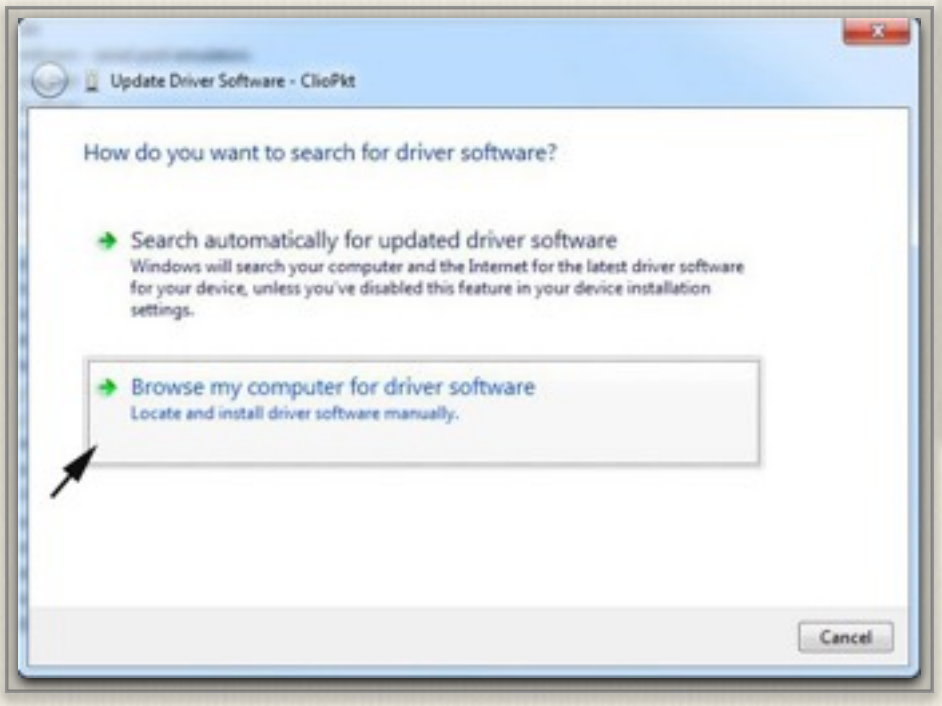
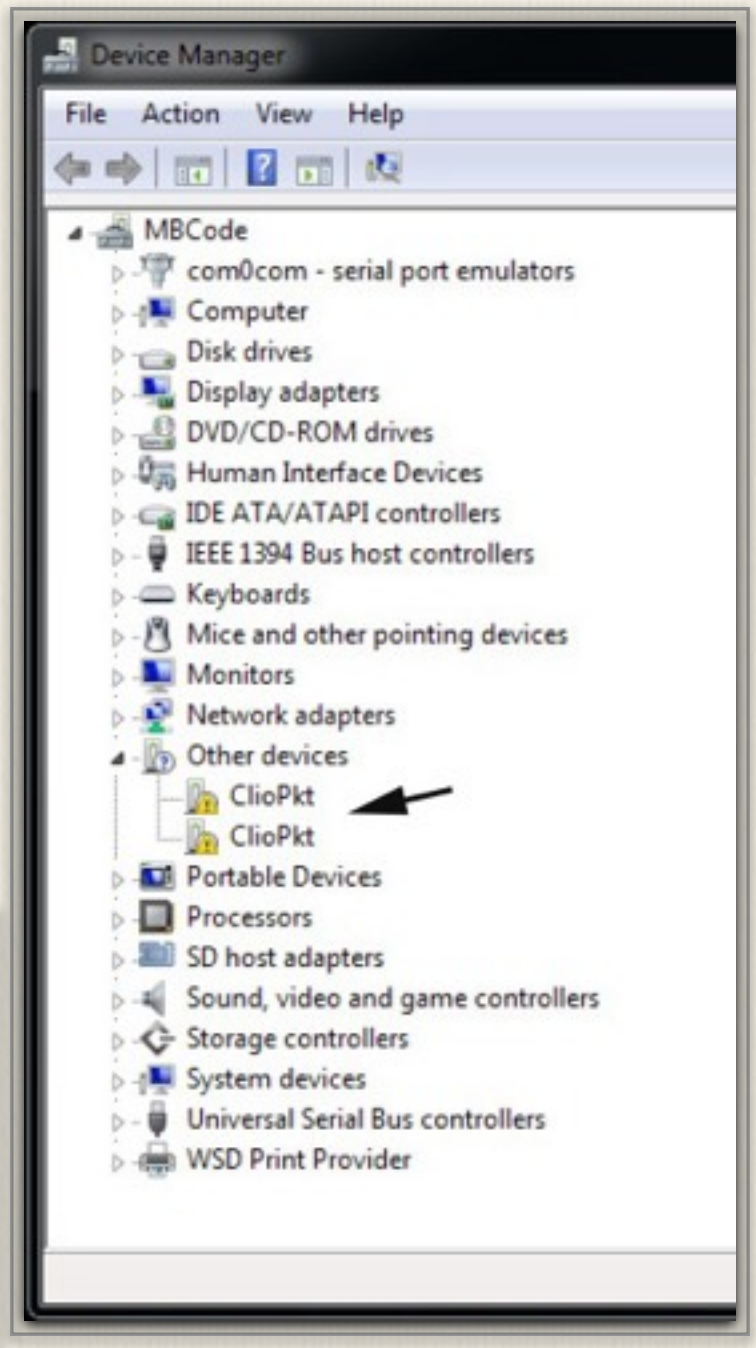

図1-4
図1-3
デバイスマネージャー（図1-3）を開く
⑤（図1-3）のClioPktを右クリックし、「Update Driver Software」（図1-4）を開く
⑥（図1-4）で矢印「Browse my computer...」を選択する
⑦ドライバーのあるフォルダーを指定する。通常はCDドライブ->Windows->Driver-Vista_7_8を選択する
⑧ 二番目のドライバーについても同様に行う